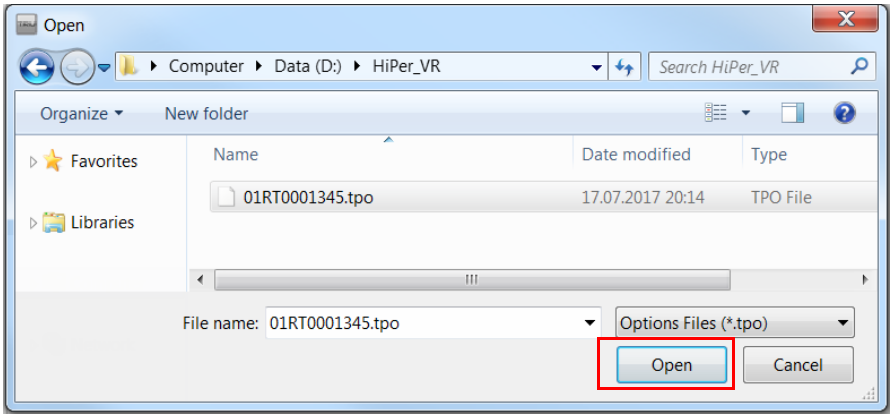

Figure 5-7: Charger le fichier OAF
4. Sélectionnez le fichier approprié et cliquez sur **Open** (Ouvrir) (Figure 5-7).